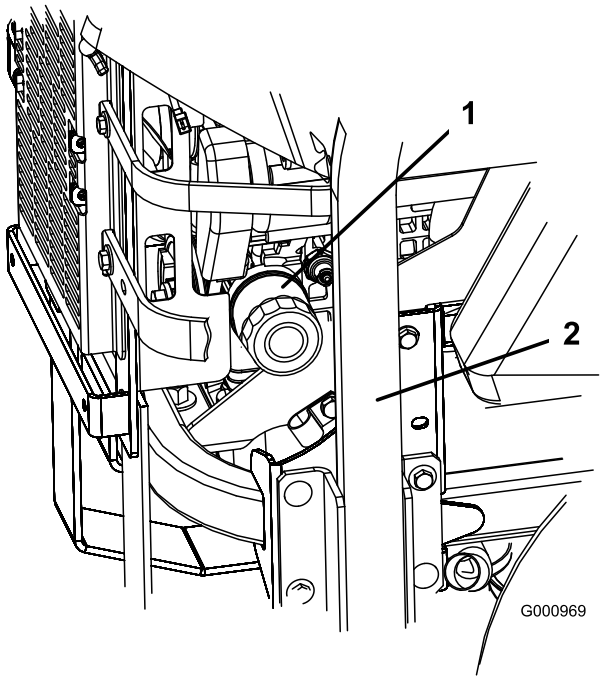
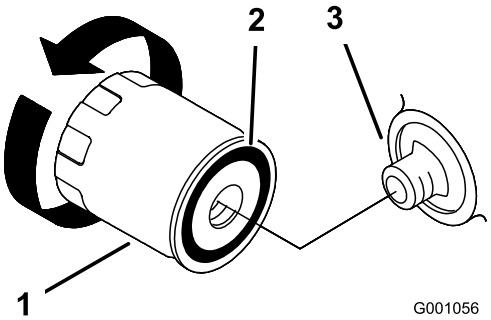

Figuur 49
Figuur 50
2. Draai het filter naar links om het te verwijderen (Figuur 49 en Figuur 50).